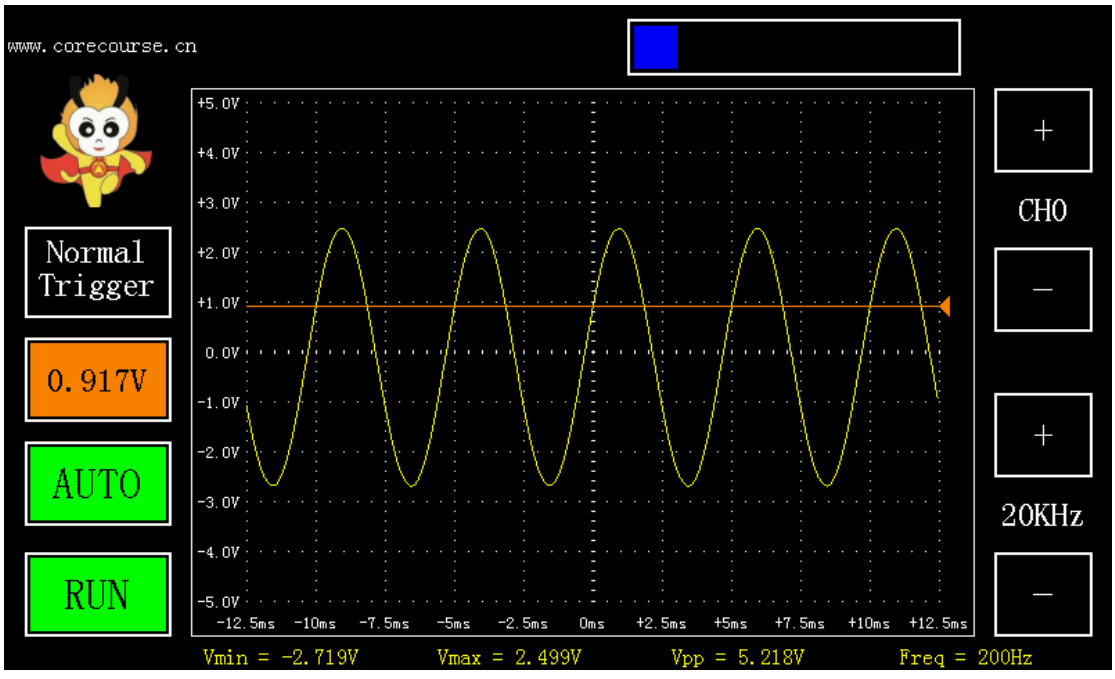

图 1-49 普通触发示意图
2. 普通触发：触发值由用户自己选择。如下图 1-49，点击触发模式切换按键，切换到普通触发模式，然后设置触发电压为 0.917V，可以看到波形触发点变为 0.917V。